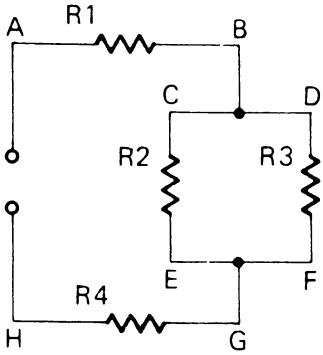

Figura 3
2. Di quale tipo di circuito è un esempio la Figura 3?